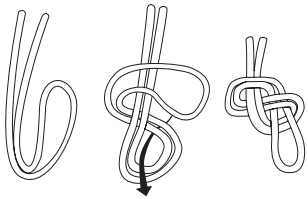

Figure 4
2. Once the first person-/s have reached the ground and disconnected from the equipment, the next person may hook onto the trailing rope (which subsequently becomes the rescue rope) using the carabiner at the end (or making a figure of 8 knot, see figure 4, if the equipment length is not site specific depending on rope length and descent height).